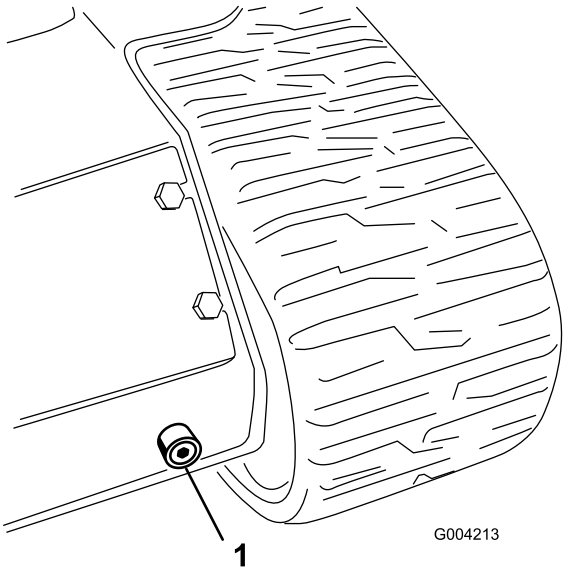

**Figur 57**
6. Sätt ett stort uppsamlingstråg (som rymmer ca 56,8 liter) under avtappningspluggen framtill på traktorenheten (Figur 57).
7. Ta bort avtappningspluggen och låt oljan rinna ned i tråget (Figur 57).